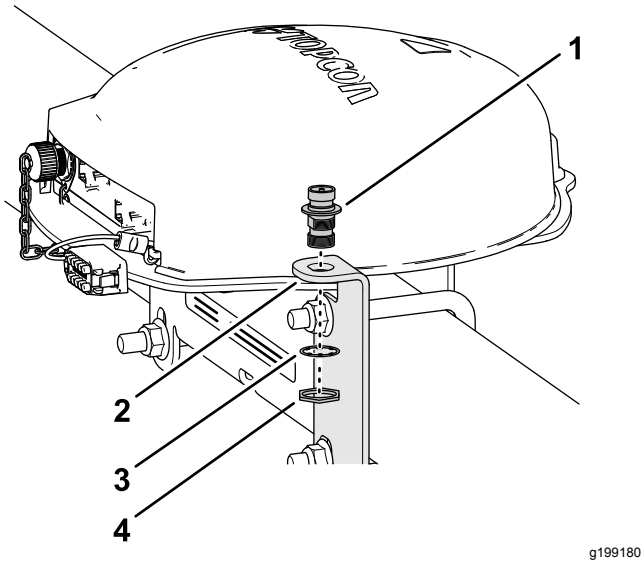

**Figur 147**
1. Placer koaksialkoblingen gennem åbningen i RTK-antennebeslaget, så den passer med gevindet i koblingens kantplade (Figur 147).
2. Monter koaksialkoblingen på antennebeslaget med låseskiven og kontramøtrikken, og stram møtrikken med håndkraft (Figur 147).